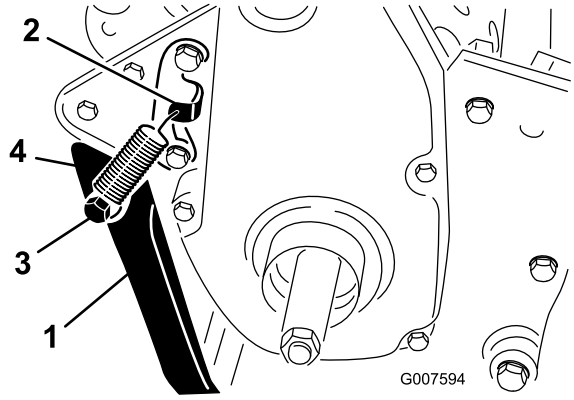

Figur 5
1. Sæt fjederen i hullet i fjederbeslaget og på fjederholderen, mens støttebenet justeres ind efter monteringshullerne i bagstellet (Figur 5).
2. Monter støttebenet på hver side af stellet med en bolt, låseskive, afstandsstykke, flad spændeskive og låsemøtrik (Figur 5). Placer afstandsstykket i støttebenets monteringshul.